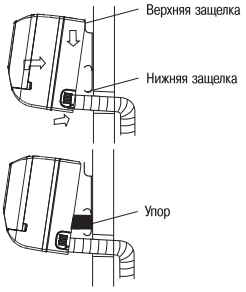

Рис. 8
3. Для удобства монтажа можно поставить упор между блоком и стеной, как показано на рис. 8. После окончания всех подключений уберите его.